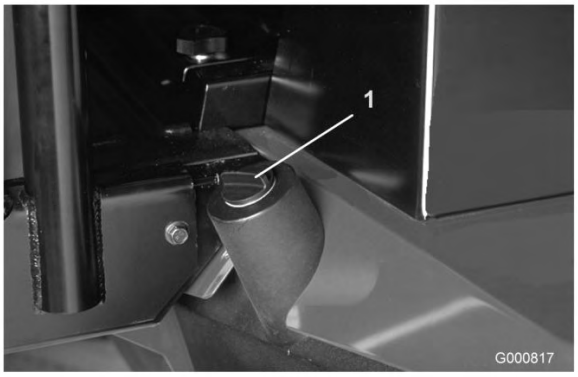

Bild 22
2. Reinigen Sie den Bereich um den Einfüllstutzen und den Deckel des Hydraulikbehälters (Bild 22). Schrauben Sie den Deckel vom Einfüllstutzen ab.